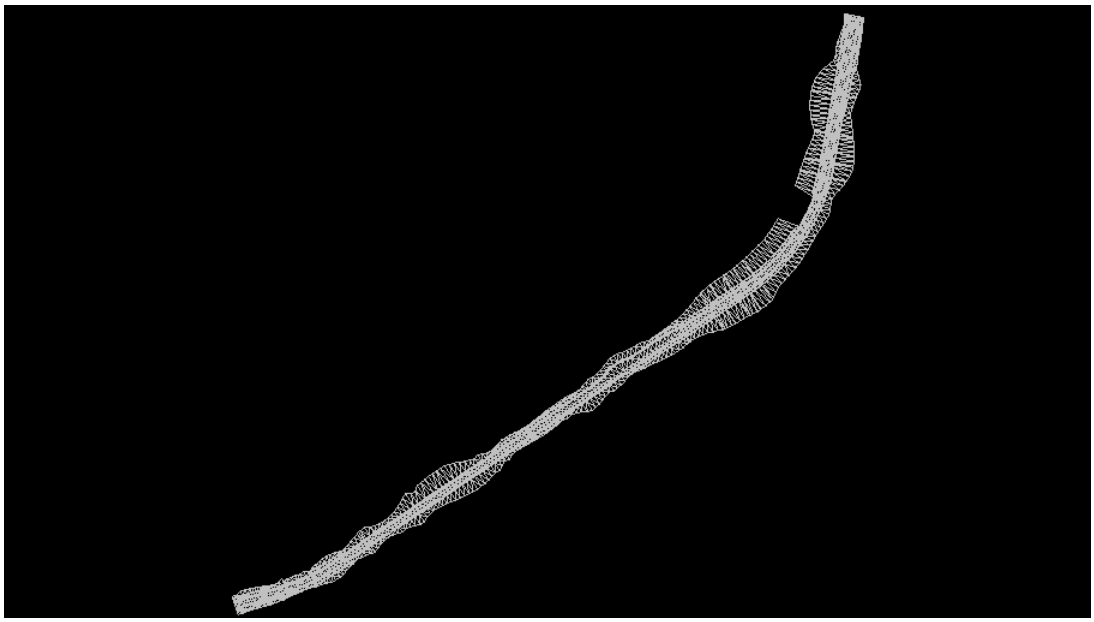

Figure L8-90 MicroStation View
- Select **Top View**. The view in MicroStation orients with North at the Top as shown in *Figure L8-90*.